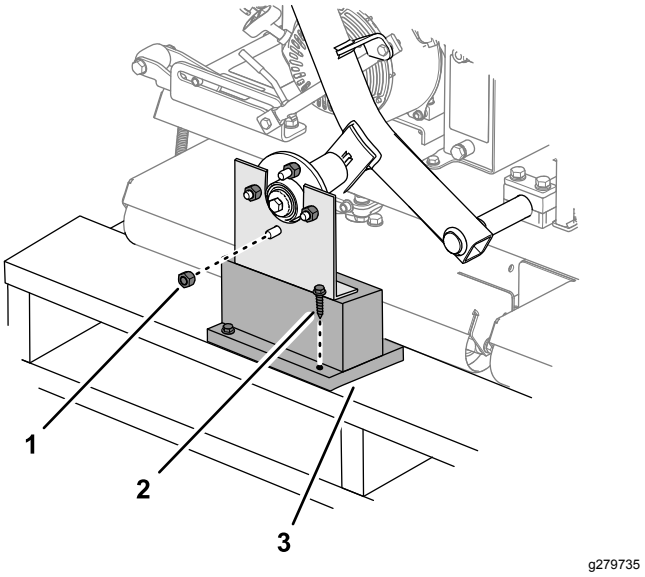

**Figuur 3**
1. Verwijder de wielmoeren waarmee de wielnaven vastzitten aan de transportbeugel (Figuur 3).
2. Verwijder de andere wielmoer die op de wielbout geschroefd is (Figuur 3).
3. Verwijder de kraagschroeven waarmee de transportbeugels aan het laadbord zijn bevestigd, en verwijder de beugel (Figuur 3).